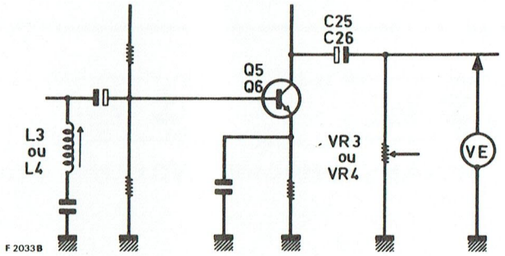

Fig. 8
E. RÉGLAGE DE LA RÉJECTION DE LA FRÉQUENCE DE PRÉMAGNÉTISATION (Fig. 8 et 9)
a) Le millivoltmètre étant branché suivant la Fig. 8, ajuster **L 3** (voie gauche) et **L 4** (voie droite) pour obtenir une déviation minimum.